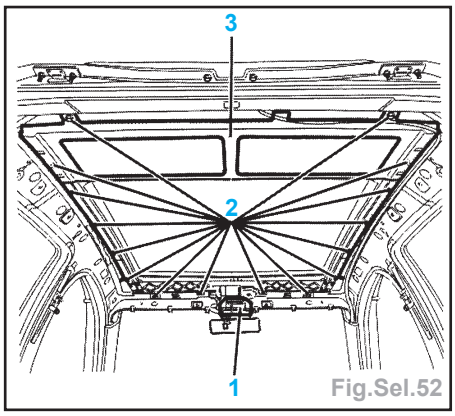

Fig.Sel.52
- Déposer le sous-ensemble du rideau (Fig.Sel.52) :
- le support de console (1),
- les 16 vis (2) sur le pourtour (3),